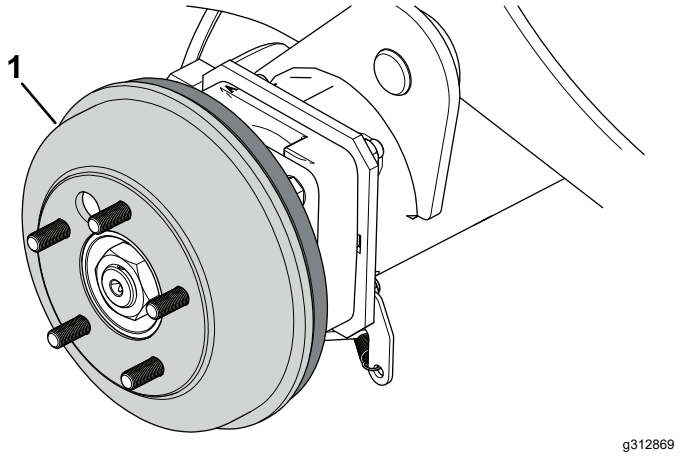

Figur 72
4. Ta bort bromstrummorna (Figur 72) för hand.